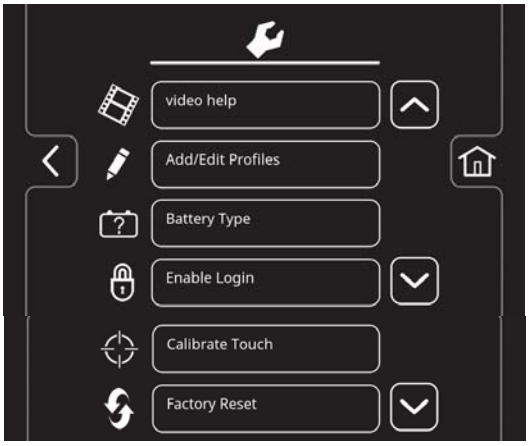

図 159
5. 本機の設定画面には、以下のメニューへのアクセスが用意されています（図159）。